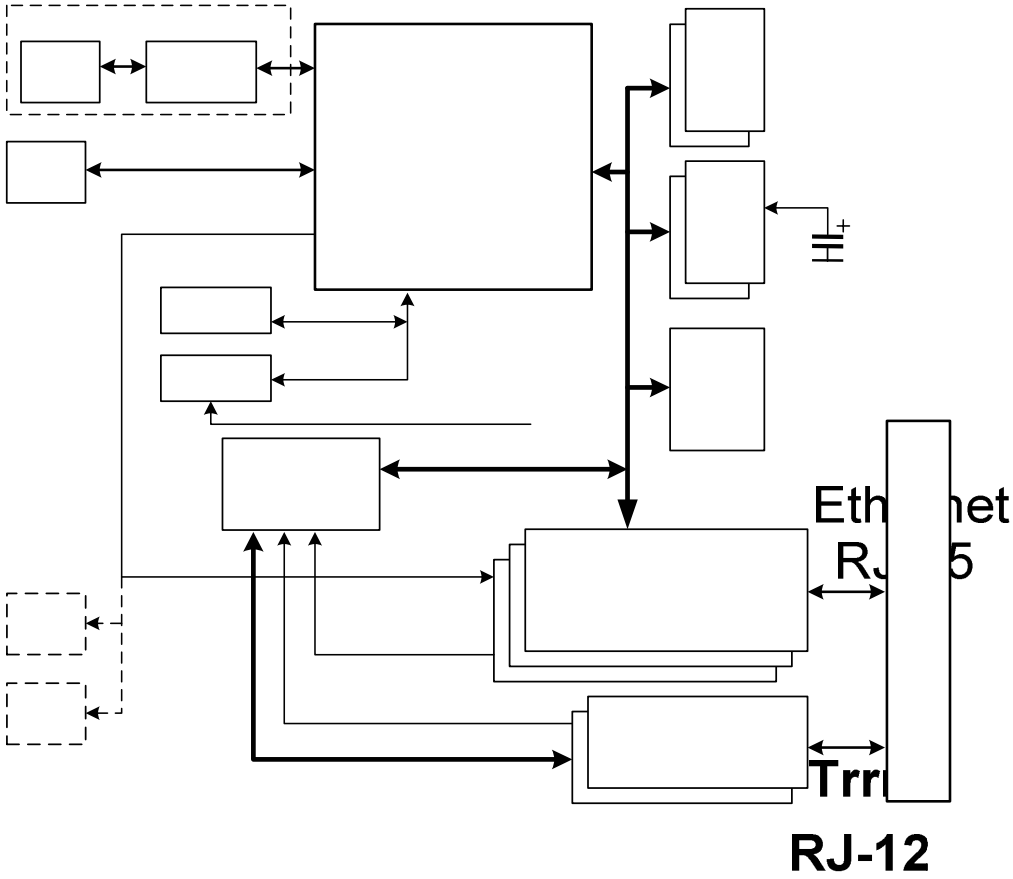

Рисунок 1 - Блок-схема процессорного модуля-носителя MIF-PPC.
Для согласования сигналов шины процессора с микросхемой интерфейса CAN используется Control Unit (CU) (рисунок 1), реализованный на микросхеме программируемой логики. Кроме согласования сигналов, CU имеет несколько регистров для выполнения сервисных функций контроллера (см. раздел "Регистры MIF-PPC").